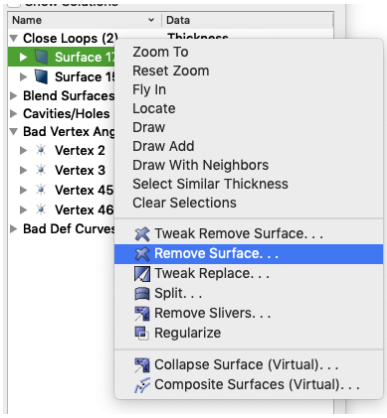

**Figure 3. Geometry entity context menu in power tool.**
- **Context Menu:** Right clicking on an entity in the list will reveal a list of options that are normally relevant for the selected entity type. (See Figure 3.) For example, selecting the **Remove Surface...** menu item will bring up the Remove Surface command panel pre-populated with the relevant entity. To execute the same operation on many entities at once, first select all relevant entities in the list.